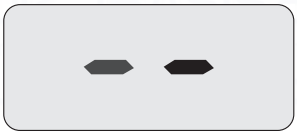
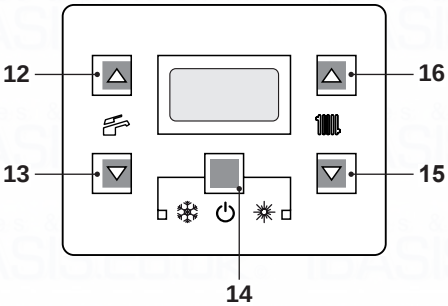

Fig. 7.4
Fig. 7.5
- Electrically power the boiler by switching on the double pole isolation switch. The LCD will display, the symbol (Fig. 7.4).
- Press the 14 key for 2 seconds until both and symbols appear on the display (Fig. 7.5).
- Switch off the boiler by pressing the 14 (Fig. 7.5) key for 2 seconds until the symbol appears on the LCD display (Fig. 7.4).